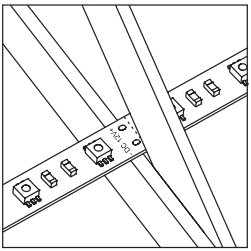

Рисунок 1
3.2 Определите необходимую для монтажа длину светодиодной ленты, отрежьте ленту. Разрезать ленту можно ножницами по специальной линии отреза, расположенной между площадками для спайки (рисунок 1).